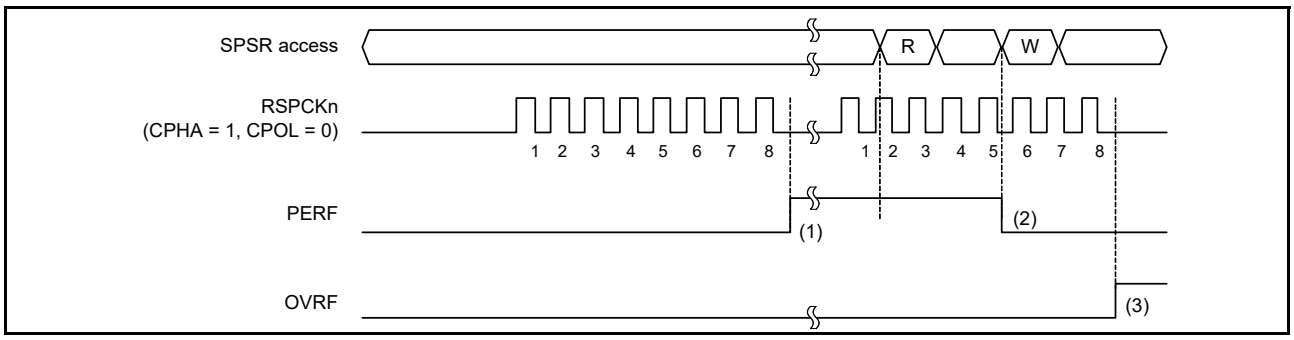

Figure 30.31 Operation example of the OVRF and PERF flags
Figure 30.31 shows an example operation of the OVRF and PERF flags. The SPSR access shown in Figure 30.31 indicates the condition of access to the SPSR register, where W denotes a write cycle, and R a read cycle. In the example, full-duplex synchronous serial communications is performed while the SPCR.TXMD bit is 0 and the SPCR2.SPPE bit is 1. The SPI performs an 8-bit serial transfer in which the SPCMD0.CPHA bit is 1 and the SPCMD0.CPOL bit is 0. The numbers given for RSPCKn in the waveform represent the number of RSPCK cycles, such as the number of transferred bits.
The operation of the flags at timing (1) to (3) in Figure 30.31 is as follows:
(1) If a serial transfer terminates with the SPI not detecting an overrun error, the SPI copies data in the shift register to the receive buffer. The SPI checks the received data at this time and sets the PERF flag to 1 if a parity error is detected.
(2) If 0 is written to the PERF flag after the SPSR register is read when the PERF flag is 1, the PERF flag is set to 0.
(3) When the SPI detects an overrun error and serial transfer is terminated, data in the shift register is not copied to the receive buffer. The SPI does not perform parity error detection at this time.